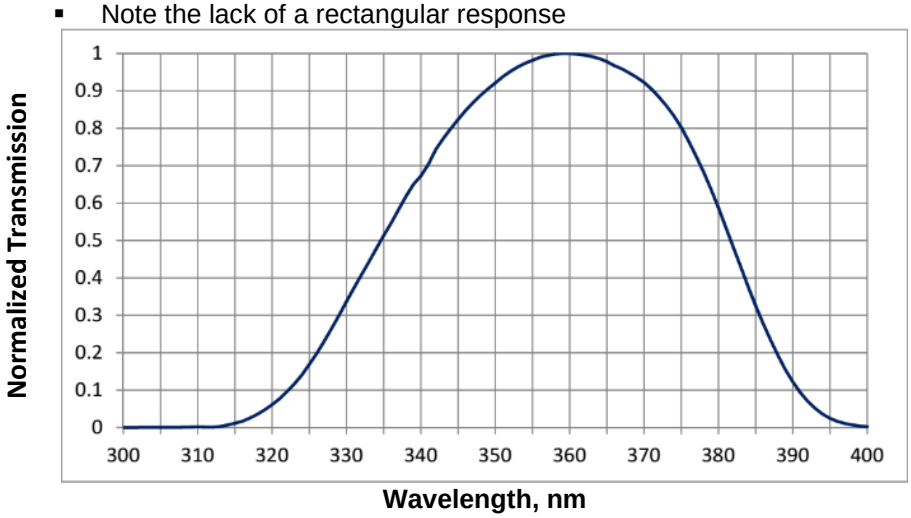

Figure 2 – Transmission Curve for a Typical Cut Glass Filter (Courtesy EIT LLC)
- A typical Transmission Curve (normalized transmission versus wavelength) plot for a commonly Cut Glass Filter is shown in Figure 2